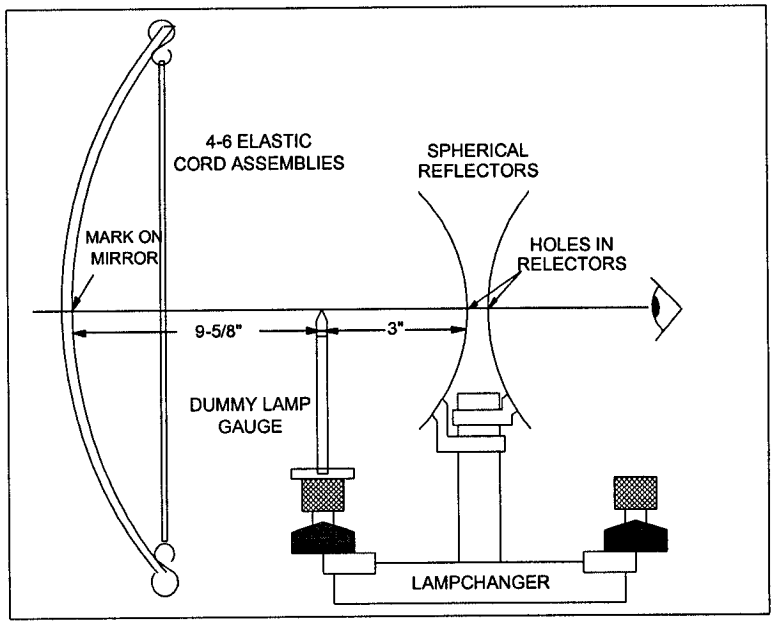

Figure 3-8
c. Using the reflection of your eye in the large mirror, look directly into the beacon until the reflected image of the elastic cords are over their reflection. The reflected center of your eye should now be at the center of the mirror, as shown in Figure 3-8. Mark this point on the
e. Install only the spherical reflector in the position of the operating lamp. Sight through the center of the reflector and align it until the mark on the mirror, intersection of the elastic cords, dummy lamp gauge and the holes in the spherical reflector are lined up (Figure 3-8). The distance from the spherical reflector in the operating position to the tip of the dummy lamp gauge should be 3" (use 3" measuring tool to check). Align as necessary then tighten fasteners securing the reflector.
i. Check the focus of the lantern by installing the focus fixture (see figure 3-8) in the operating position of the lampchanger (closest to mirror).